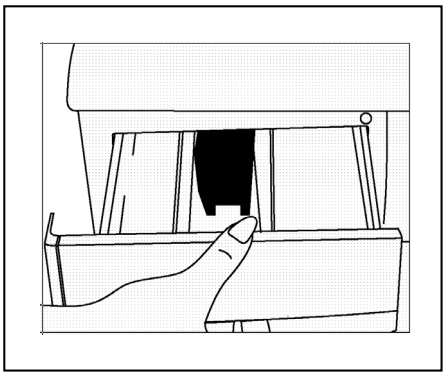

РИС. 1
- Вытяните дозатор до отказа (РИС.1).